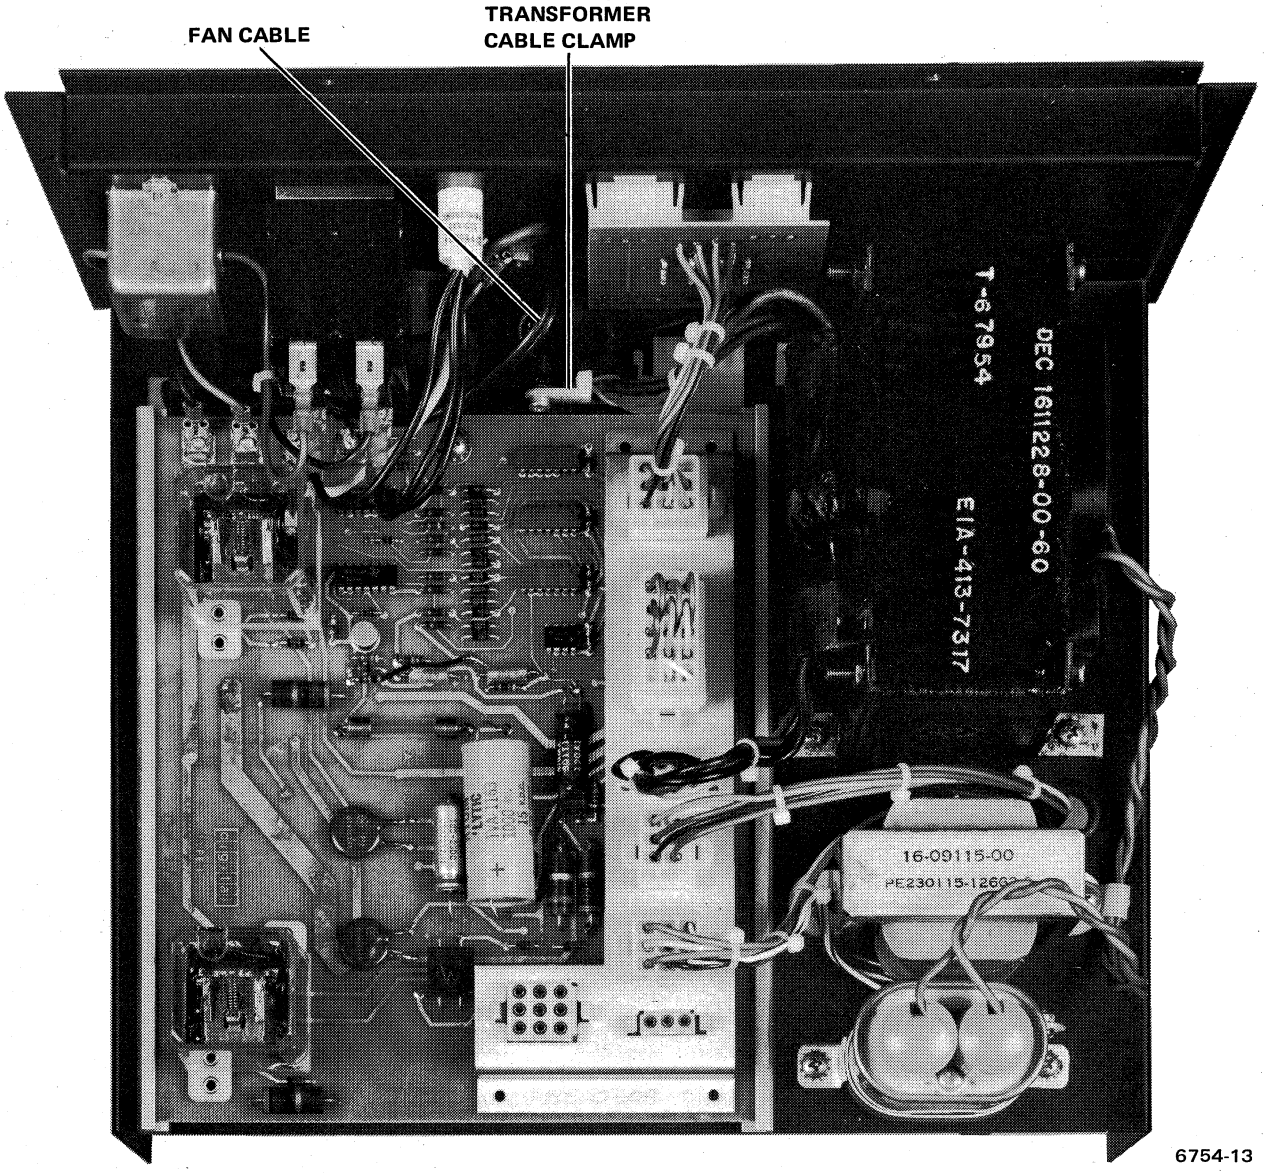

Figure 4-7 Fan Cable Removal
2. Unplug the female fan cable connector from the top-right portion of the fan (Figure 4-7).